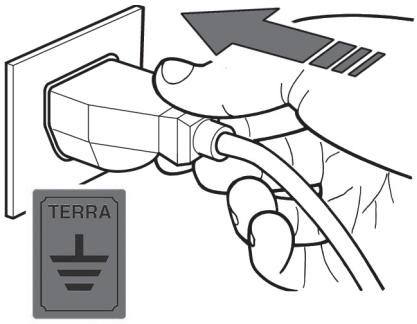

fig. 15
- Il est impératif que l'ensemble de l'équipement soit correctement relié à une prise de terre efficace (fig. 15).